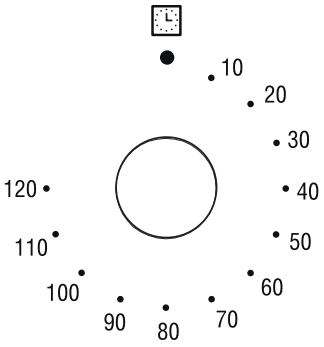

Рис. 12
Вид механического таймера на 60 минут представлен на рис. 12. Максимальное время, на которое может быть установлен таймер, равно двум часам. Для установки времени таймера сначала поверните ручку (1) по часовой стрелке до положения 120 минут, а затем против часовой стрелки до выбранного Вами времени. По истечении установленного времени прозвучит звуковой предуп-реждающий сигнал, после чего Вы должны произвести запланированные Вами ранее действия, напоминанием о которых и служит сигнал таймера. В момент подачи звукового сигнала таймер не прекращает работу духовки.